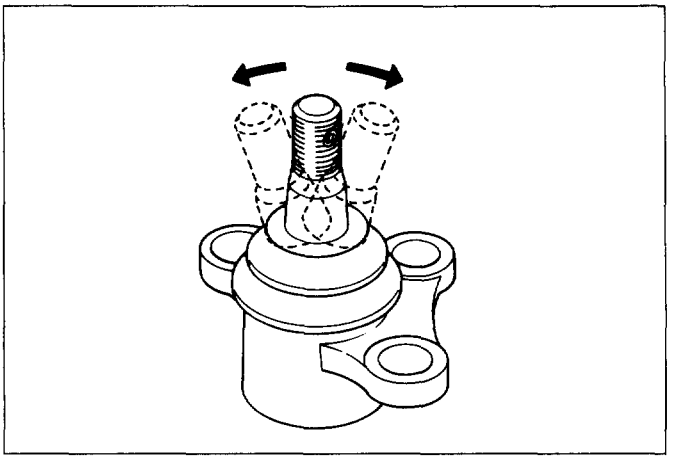

Fig. 3C-38
- After moving the ball joint 4 or 5 times, attach nut then measure the preload (Fig. 3C-39).